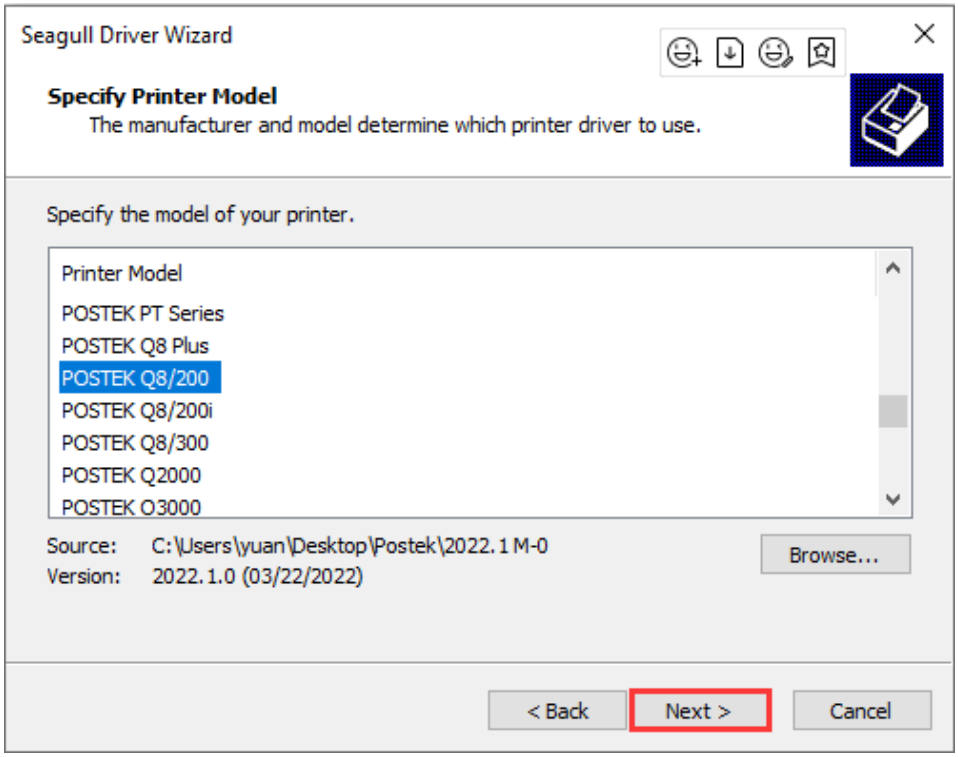

Figure 2-29 Specify Printer Model Screen
4. The "Specify Printer Model" screen displays, select the printer model (POSTEK Q8/200 for example), and click "Next", as shown in Figure 2-29.